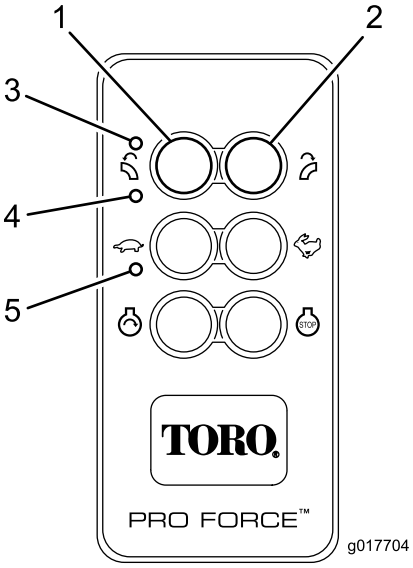

**Figur 12**
Fjernbetjeningen aktiveres (tændes), når der trykkes på en knap. Når lysdioderne TX og RX blinker, er fjernbetjeningen aktiv og kommunikerer med basisenheden. For at spare batteristrøm forbliver fjernbetjeningen aktiv i cirka tre (3) sekunder, før den automatisk lukker ned, medmindre en knap aktiveres inden for tidsgrænsen på tre sekunder. Når tiden udløber, og enheden lukker ned, stopper al aktivitet på kontroldioderne (Figur 12). Når der trykkes på en relevant knap, aktiveres fjernbetjeningen igen.